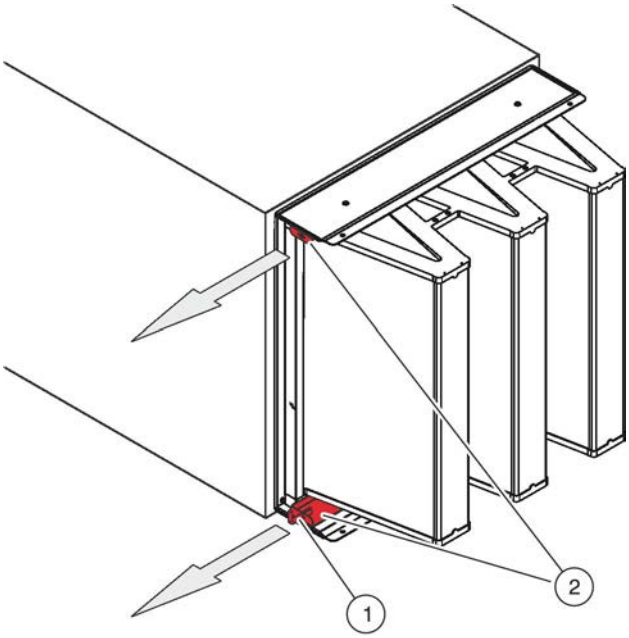

Fig. 59: Libération des rails de fixation
4. Utiliser la clé spéciale (Voir la Fig. 59/1) pour retirer les rails de fixation (Voir la Fig. 59/2) le plus loin possible.